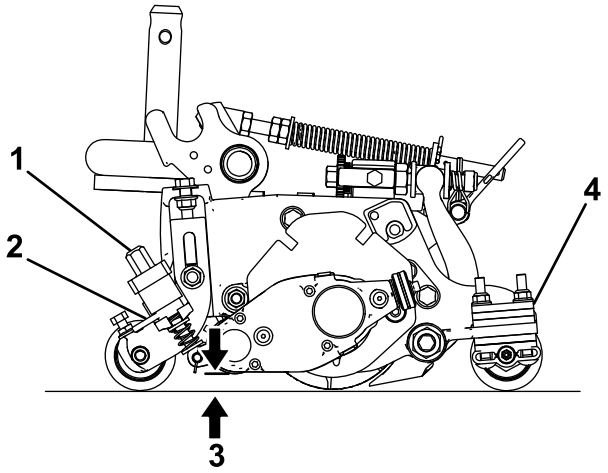

Figura 23
3. Portate le leve di sollevamento rapido (Figura 23) in posizione di INSERIMENTO (l'impugnatura è rivolta verso la parte anteriore dell'apparato di taglio).
4. Misurate la distanza tra la punta inferiore della lama del groomer e la superficie di lavoro (Figura 23) a un'estremità del cilindro del groomer. Girate la manopola di regolazione dell'altezza (Figura 23) per sollevare o abbassare la punta della lama del groomer all'altezza opportuna.